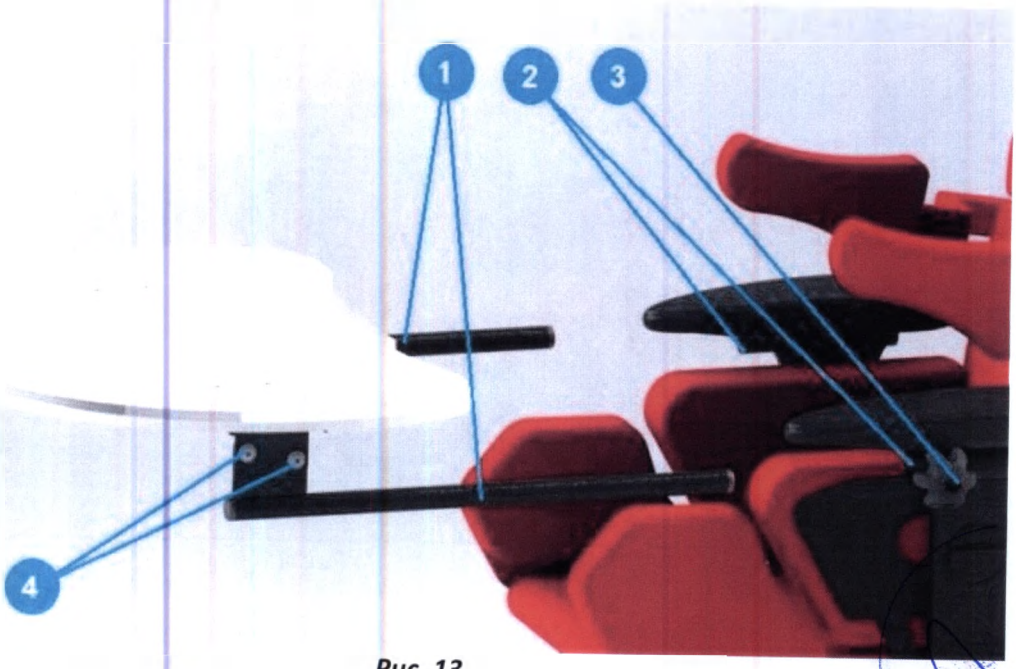

Рис. 13
8.4.2 Установка столика *Рис. 13*.